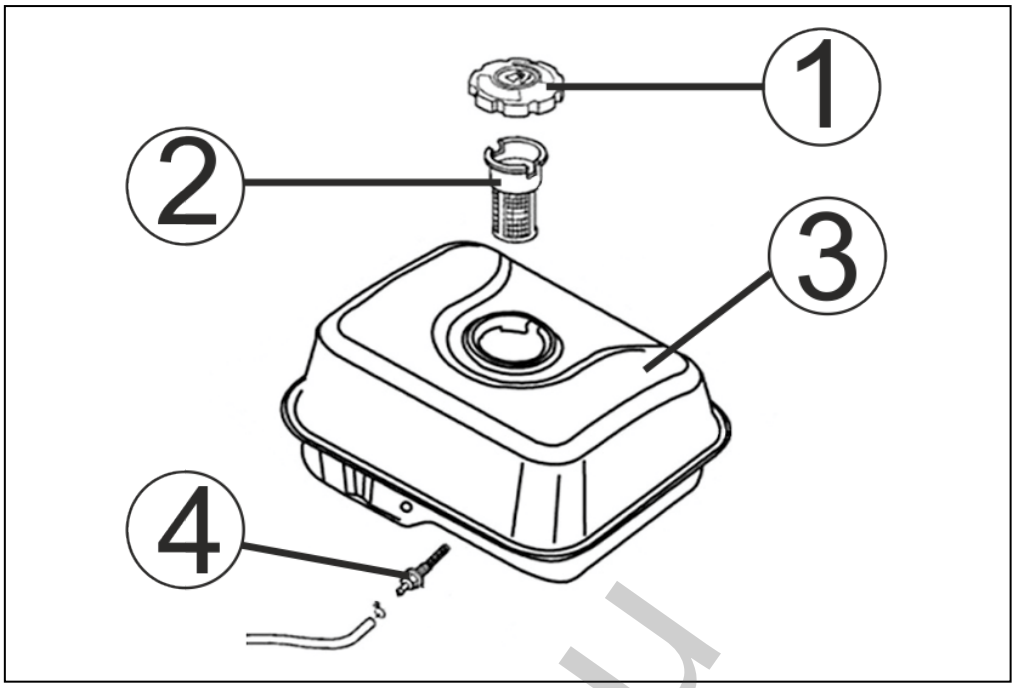

Рис. 16. Расположение топливных фильтров.
В топливном баке установлены два сетчатых топливных фильтра. Один фильтр находится в заливной горловине топливного бака. Второй фильтр установлен внутри бака (Рис. 16).
3. Выкрутите из топливного бака выходной штуцер (4) (Рис. 16) и произведите его очистку. При обнаружении механических повреждениях замените штуцер топливного бака.